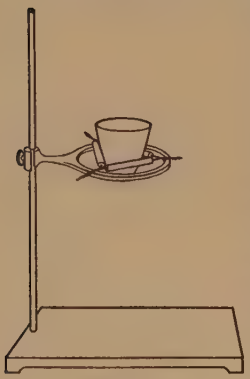

Fig. 17
43. Composition of a Sulphide of a Metal [Quant.]. Weigh the crucible (without cover) to the nearest centigram, counting the weights as described in Note 23 (p. 8). Place about 2 g. of "reduced" nickel (do not attempt to take this amount, exactly) in the crucible and weigh again. Set down the weighing as shown below. Put about 2 g. of sulphur in the crucible and set the latter on the pipestem triangle (Fig. 17). Set the cover on the crucible, and heat gently so long as sulphur vapor burns [Hood] at the chink between the crucible and cover. Heat strongly for 1–2 minutes. Then hold the flame against the upper portion of the crucible, so that all free sulphur may be driven off. When the crucible is cold (not before), remove the cover and weigh.